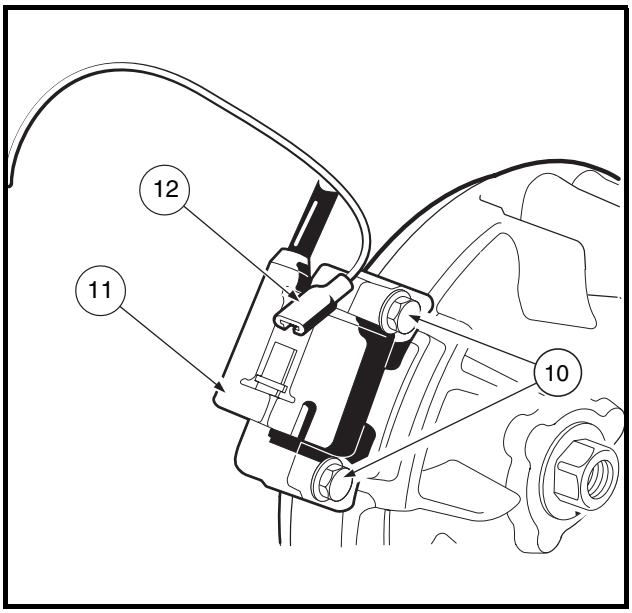

Figure 12-28 Ignition Coil Removal
8. Disconnect the 18-gauge black wire (12) from the spade terminal on the ignition coil (11) and remove the coil by removing two bolts (10) **(Figure 12-28, Page 12-26)**.